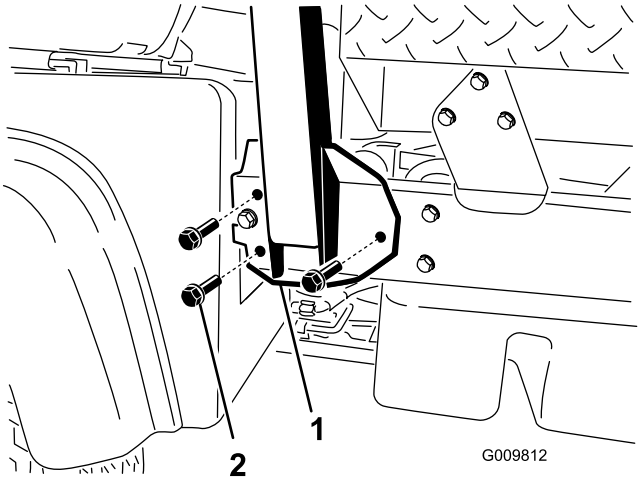

Figur 4
1. Sätt fast vältskyddet i monteringshålen på fordonsramens båda sidor på det sätt som visas i Figur 4.